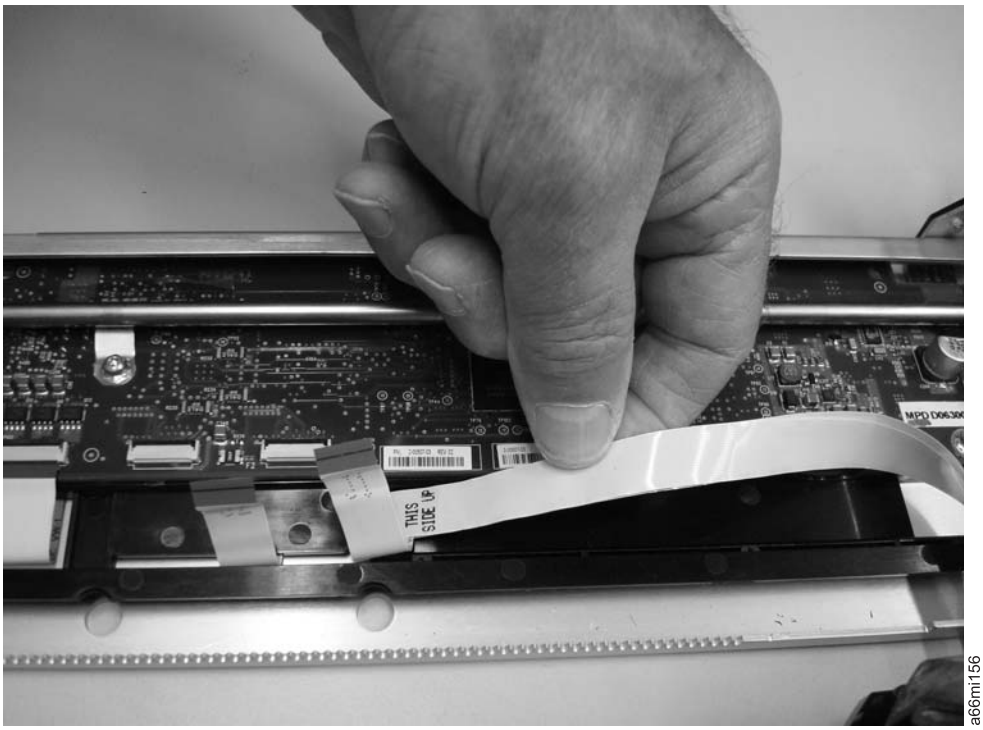

Figure 7-94. Slide cable to the rear
d. Slide the flex cables to the rear as in Figure 7-94 on page 7-86.